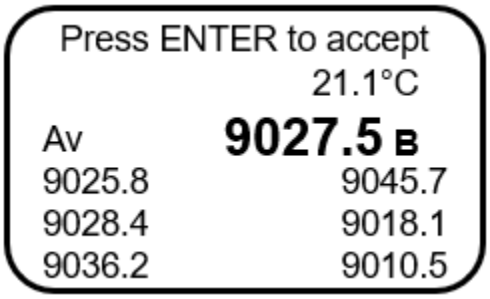

FIGURE 4-4 STORING A READING WITH 6 SENSORS
4. If the unit has more than once sensor, the unit will display both average readings (in bold) and individual readings (Figure 4-4).